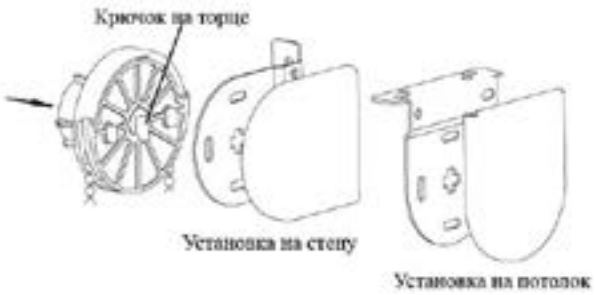

Рис. 5. Установка изделия в кронштейны
10. Вставить трубу в кронштейн со стороны управления таким образом, чтобы крючок на торце был направлен вертикально вниз (Рис.5).